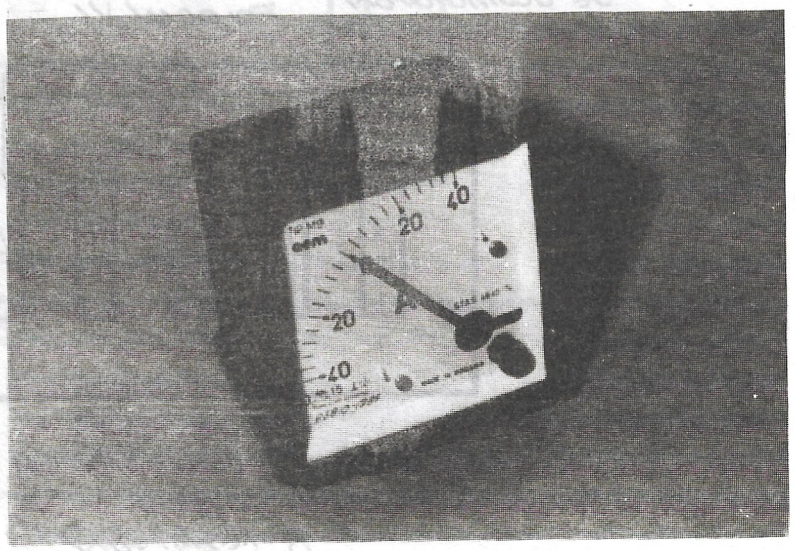

*Fig. 83.* Ampermetrul
- Ampermetrul 40-0-40 A (Fig. 83) care se montează în circuitul de încărcare al bateriei. El indică dacă bateria se încarcă sau se descarcă, indicînd valoarea curentului de încărcare (în A) sau consumul din baterie. În circuit, ampermetrul se leagă în paralel cu un şunt electric calibrat (o rezistenţă de valoare mică).